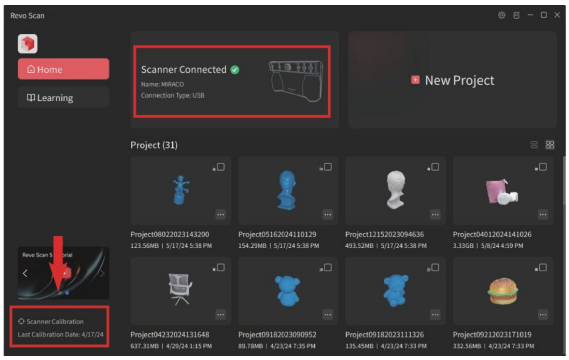

Figure 2
Step 5: When Revo Scan shows Scanner Connected, click [Scanner Calibration] on the bottom left corner of Revo Scan's Home page to enter the calibration process (see Figure 2). MIRACO Plus's White Flash LEDs will be solidly lit until the calibration is finished.